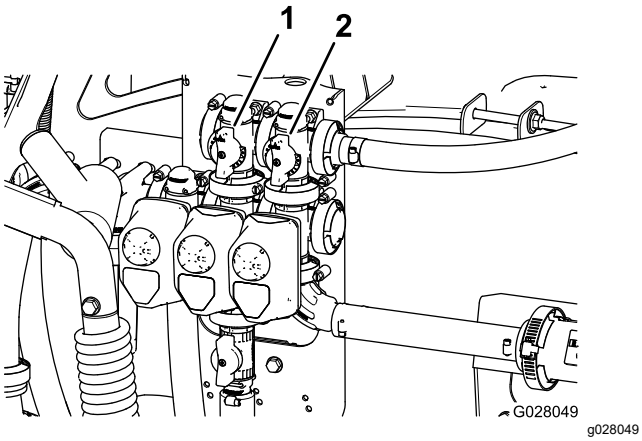

Figur 24
11. Justera omrörningsöverströmningsventilen (Figur 24) på baksidan av omrörningsventilen tills tryckmätaren visar 6,9 bar.
9. Använd handtaget till sektionens huvudöverströmningsventil för att styra omrörningen i tanken (Figur 24).